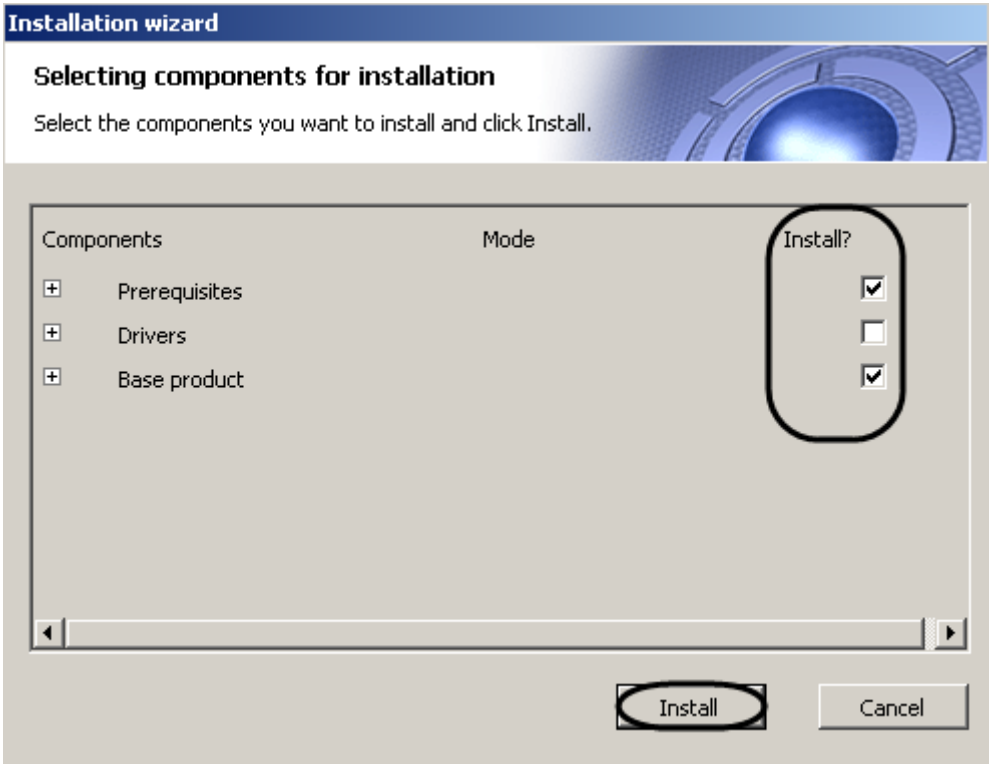

Figure 5.1-30 The "Selecting components for installation" dialog box
The "Selecting components for installation" dialog box is displayed (Figure 5.1-30).
7. Set the checkboxes next to the components that are to be installed (Figure 5.1-30).
8. Click the "Install" button (Figure 5.1-30).